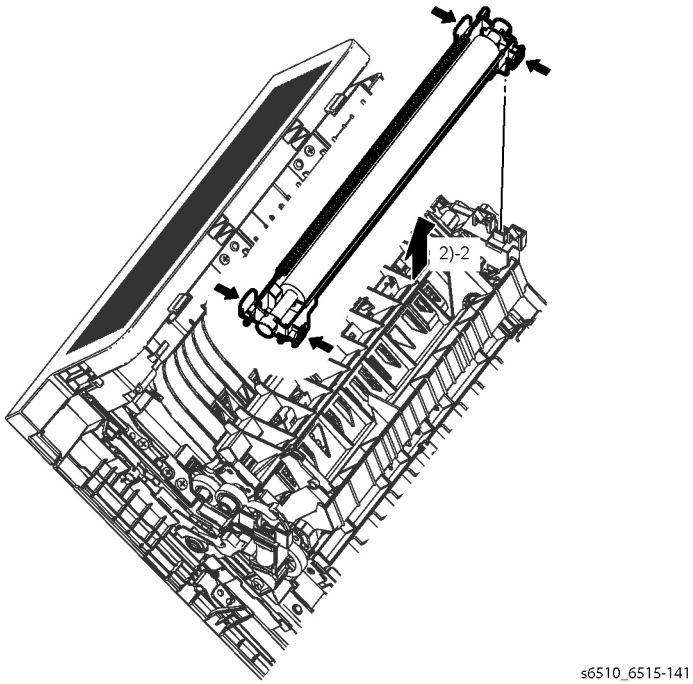

Figure 1 Remove the Second Bias Transfer Roller Assembly (MFP)
2. Refer to Figure 1 to release the four latches attaching the Second Bias Transfer Roller and remove the roller assembly.